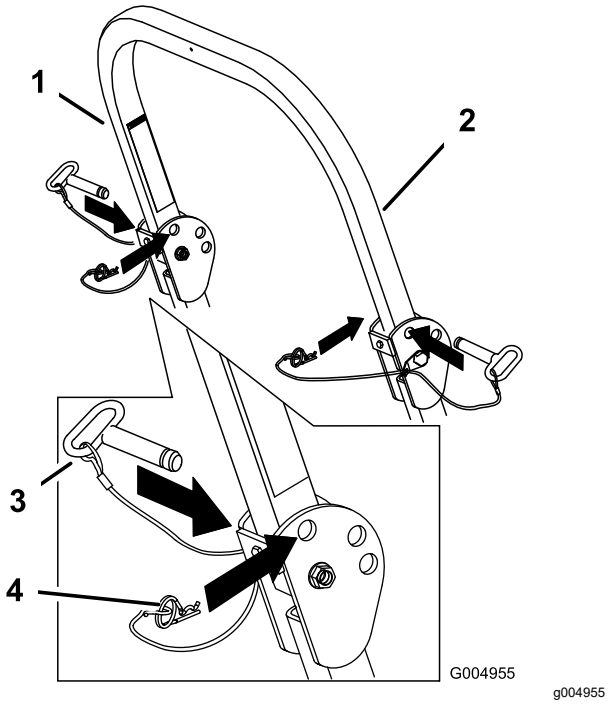

Figuur 11
1. Maak de R-pennen los en verwijder de 2 pennen (Figuur 11).
3. Plaats de 2 pennen en zet deze vast met de R-pennen (Figuur 11).
2. Klap de rolbeugel omhoog, plaats de 2 pennen en zet deze vast met de R-pennen (Figuur 11).